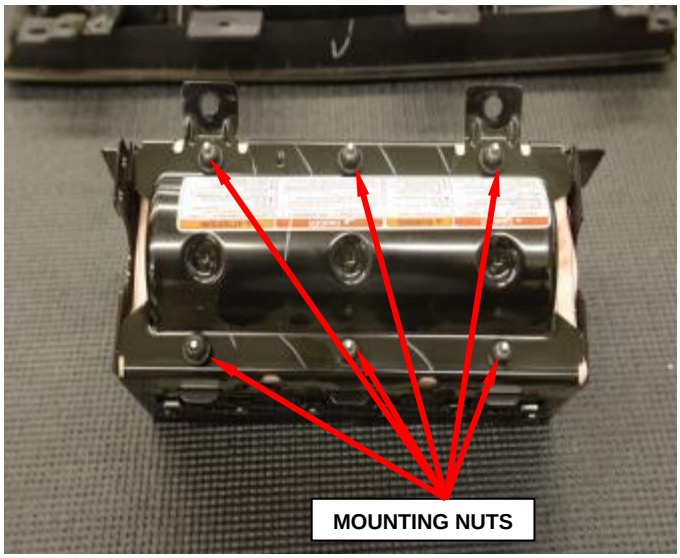

**Figure 33 – Six Mounting Nuts**
i. Remove and discard the six mounting nuts (Figure 33).